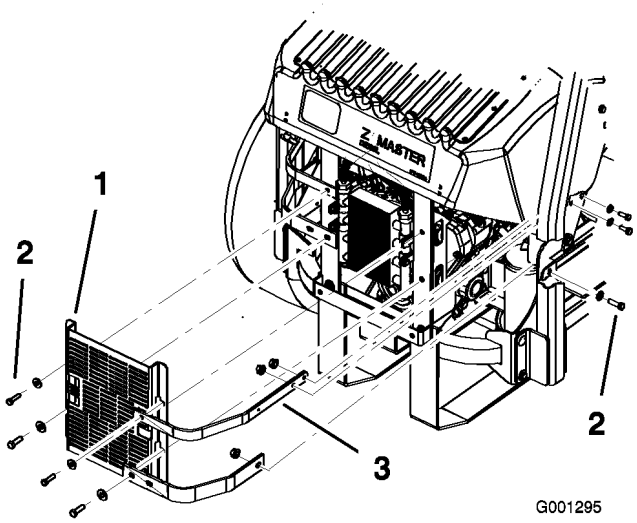

Figur 61
3. Ta bort de fyra bultar som håller fast oljekylarskärmen på den bakre ramen (Figur 61).
4. Ta bort de tre bultar som håller fast motorfästena på maskinens sida (Figur 61).
12. Montera oljekylarskärmen och motorfästena på den bakre ramen med de fyra bultarna som togs bort tidigare (Figur 61).
13. Montera motorfästena på maskinens sida (Figur 61).